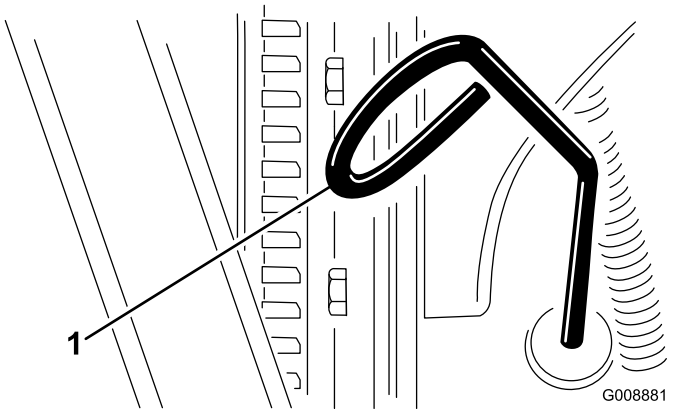

Figur 23
3. Ta ur oljestickan, torka av den och sätt tillbaka den (Figur 23).